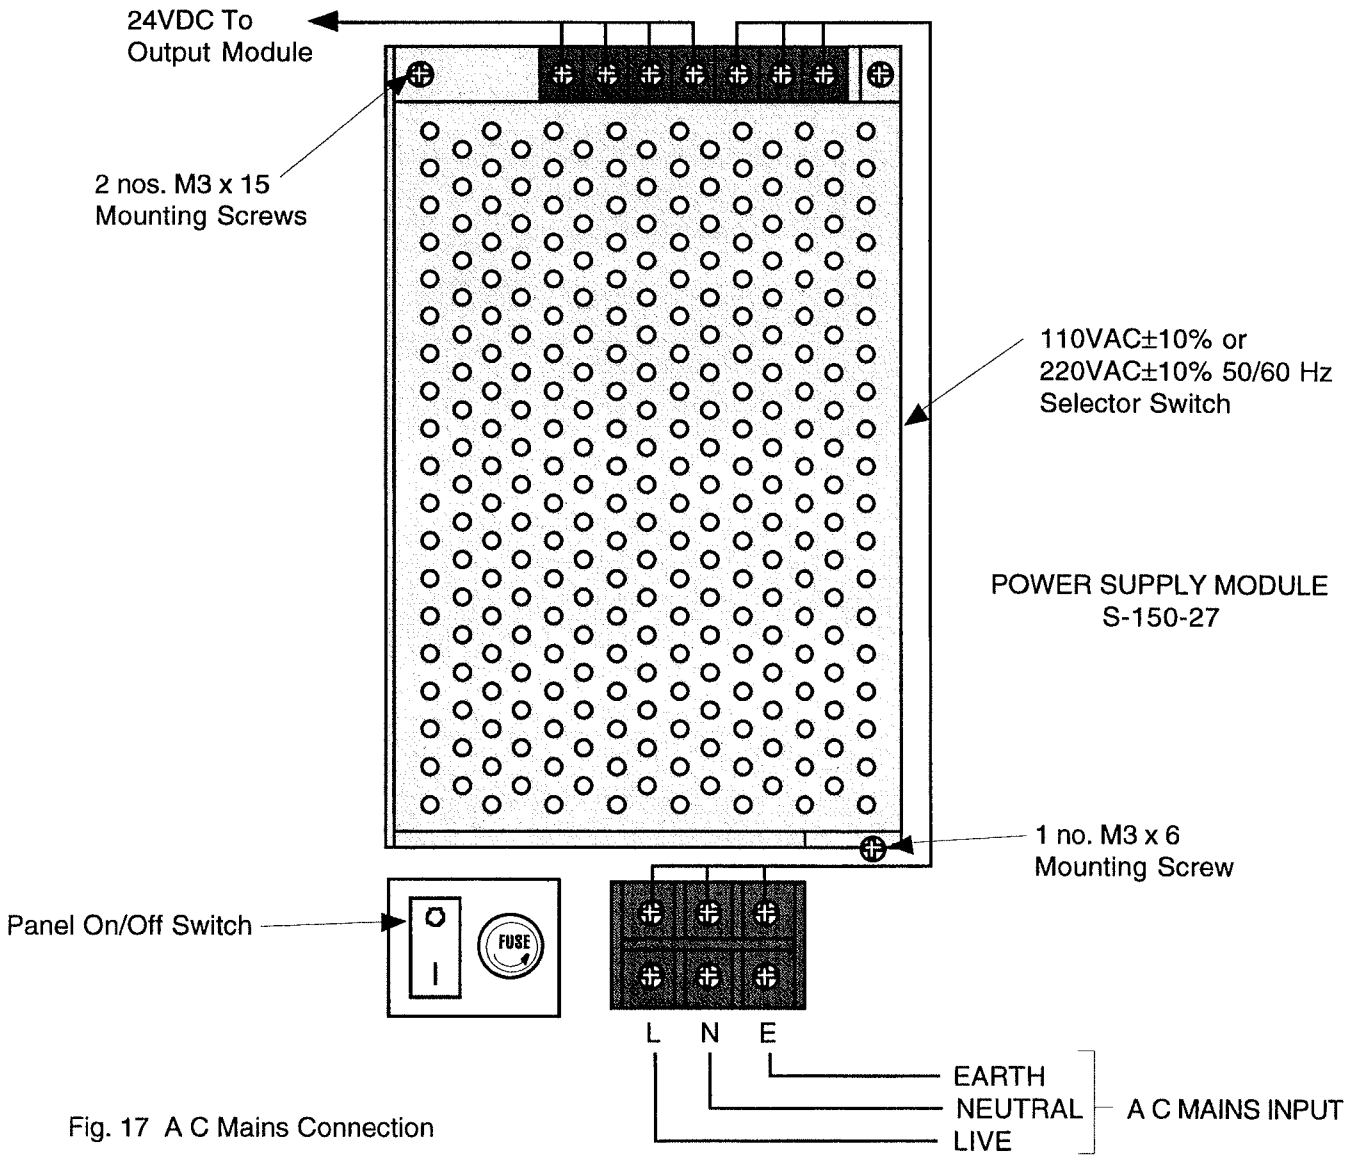

Fig. 17 A C Mains Connection
The Control Panel operates on 110VAC±10% or 220VAC±10% 50/60 Hz Mains Supply. Connect the Live (L), Neutral (N), and Earth (E) wires from the A C Mains to the corresponding terminals at the bottom of the Power Supply Unit (see Fig. 17).